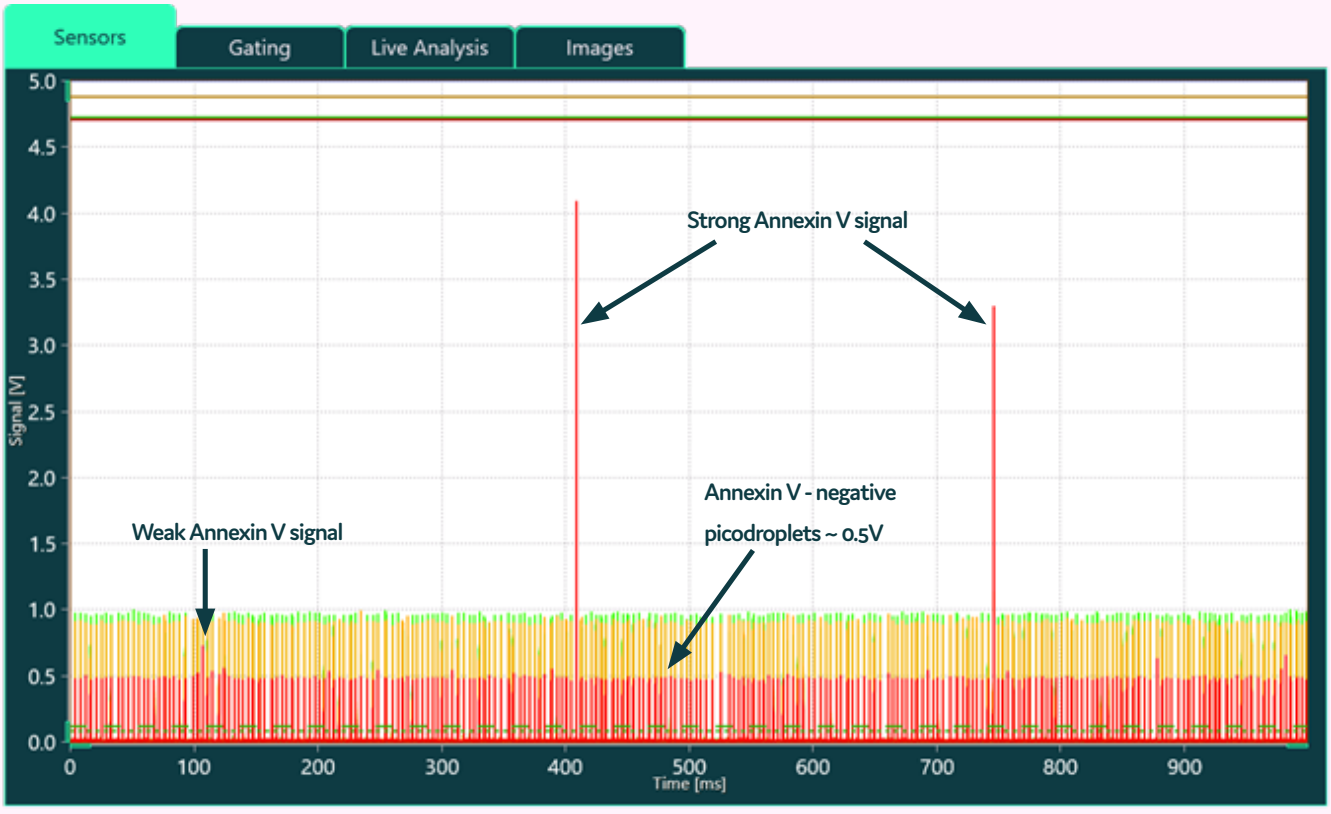

Figure 2. Screenshot of Peak signal height in the sensors tab.
Using the Sensors tab (refer to the Cyto-Mine® Chroma User Manual), set up detection parameters as detailed below, aiming for 0.5-1V for the Viability Probe (Far-Red, see **Figure 2**). If Cyto-Cellect® FRET probes are used in combination to the Viability Probe, set up the signal height of the FRET probes (Green and Orange) to ~1-1.5V.
Note: *The position of the viable (Annexin V negative) population on the Far-Red peak axis is dependent on the gain setting for the Far-Red PMT, which determines the signal height in the Sensors tab (**Figure 2**).*
*In the example above, as the main population of Annexin V negative picodroplets was set to a signal height of ~0.5 V (**Figure 2**), the corresponding gate extended from ~ 0.6 V – 4.7 V on the Far-Red Peak axis (**Figure 3B**). Setting the gate closer to 0.5 V would include also very weak Annexin V signals, but has a higher risk of gating false positives in Gate 1. Conversely, setting the gate farther to the right (>0.6 V) may exclude true Annexin V positive events*